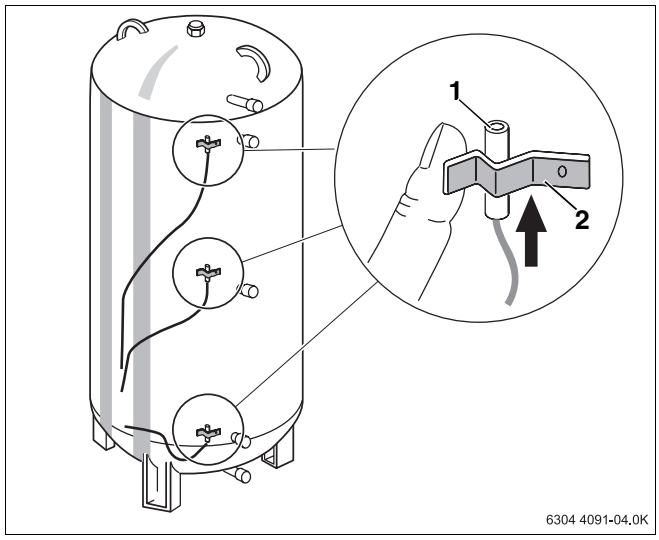

Abb. 5 Montage Temperaturfühler
- Temperaturfühler (Abb. 5, **Pos. 1**) in die Federhalterung (Abb. 5, **Pos. 2**) so einlegen, dass die gesamte Kontaktfläche des Temperaturfühlers außen am Speichermantel glatt anliegt.